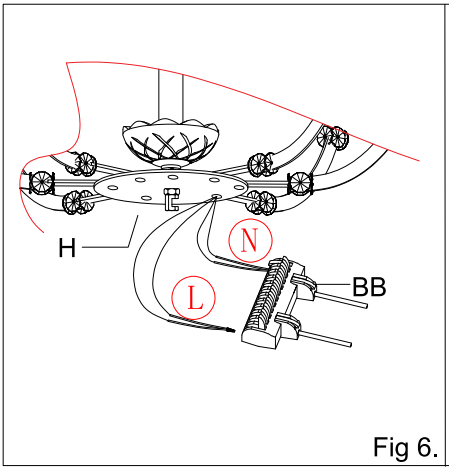

Fig 6.
Step 3: Pick 2 adjacent light wires at bottom plate (H), twist their live (Ⓛ) leads together and insert into the red terminal of wire connector (BB), twist their neutral (Ⓝ) leads together and insert into the blue terminal of wire connector (BB). Repeat for all remaining fixture wires. (Fig 6.）